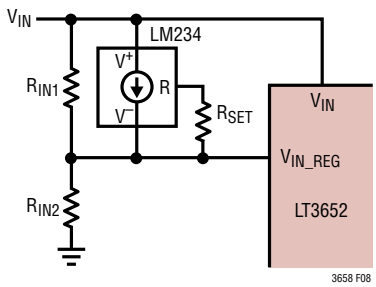

Figure 8. MPPT Temperature Compensation Network
In the circuit shown in figure 8,
As the temperature coefficient for V_{MP} is similar to that of V_{OC}, the specified temperature coefficient for V_{OC} (TC) of –78mV/°C and the specified peak power voltage ($V_{MP(25°C)}$) of 17.6V can be inserted into the equations to calculate the appropriate resistor values for the temperature compensation network in Figure 8. With R_{SET} equal to 1000Ω, then: